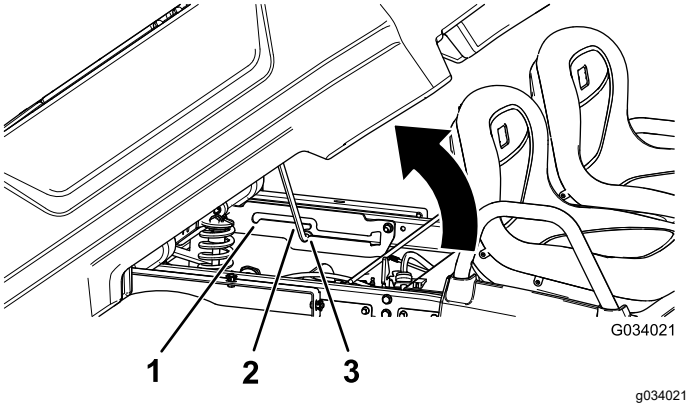

**Figur 16**
2. Træk støttepinden ind i aflæsningspositionens forsænkede åbning for derved at fastgøre ladet til aflæsning (Figur 16).
2. Træk støttepinden ind i servicepositionens forsænkede åbning for derved at fastgøre ladet til vedligeholdelse (Figur 16).
2. Træk støttepinden ud af den forsænkede åbning (Figur 16).